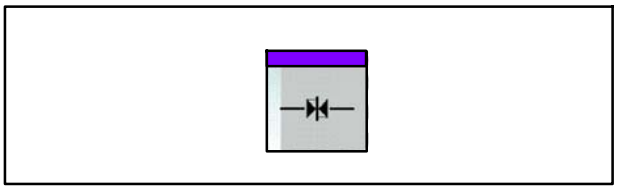

Fig. 193 Touche Fermer les genouillères
7. Appuyer sur la touche gauche Fermer les genouillères (Fig. 193) > le mécanisme à genouillère s'abaisse sans pression et empêche ainsi un déplacement involontaire de l'arbre à friction